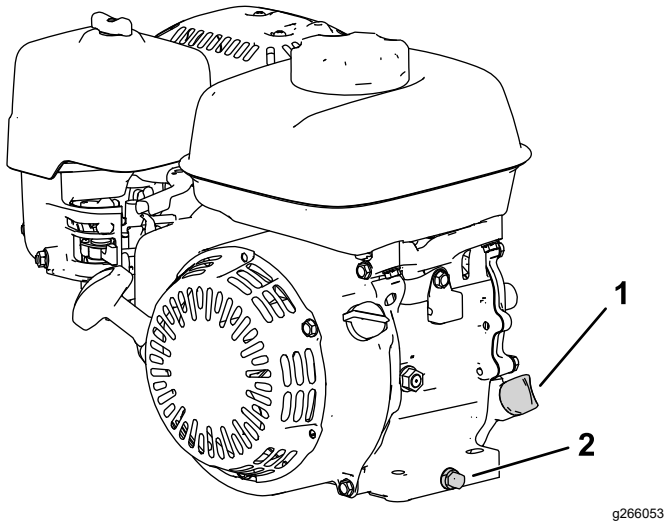

Figur 29
2. Placer maskinen, så motoren står plant, og rengør området rundt om oliepåfyldningsrøret (Figur 29).
3. Fjern aftapningsproppen, spændeskiven og målepinden (Figur 29).